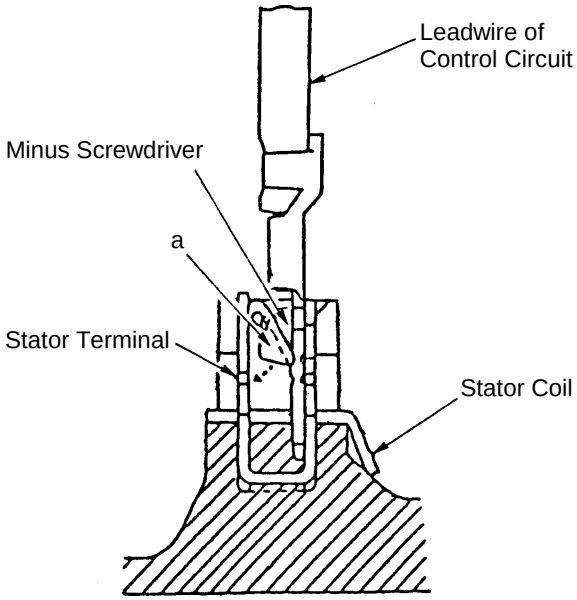

Fig. 5
D. Loosen the four M5 x 60 Machine Screws ③⑨, and disassemble the Housing ④② from the Frame ④.
E. Loosen the six M5 x 14 Machine Screws ②⑥, and remove the Pad ②④.
F. Remove the Cover Ass'y ②② from the Bottom Plate ①⑧.
G. Fit the Wrench Ass'y (Special Repair Tool, Code No 936522) into the holes provided on the Balance Weight ②① to hold it in position. Then turn the Armature ⑤⓪ counterclockwise by hand to loosen and remove it from the Bottom Plate ①⑧.
H. Finally, lightly tap on the tip of the Armature ⑤⓪ with a wooden or plastic hammer to loosen and remove the Armature ⑤⓪ from the Frame ④.
(2) Disassembly of the Stator ㊻:
A. Following the procedures described in Items A to D above, remove the Housing ㊷ from the Frame ④.
E. As illustrated in Fig. 5, insert a small, slender minus-head screwdriver into the stator terminal portion of the Stator ㊻, and gently bend back portion “a” just enough so that the Control Circuit ㊷ leadwire can be withdrawn. (At this time, be very careful not to excessively bend portion “a” within the stator terminal. If it is deformed, the leadwire cannot be properly secured when it is reinserted.)